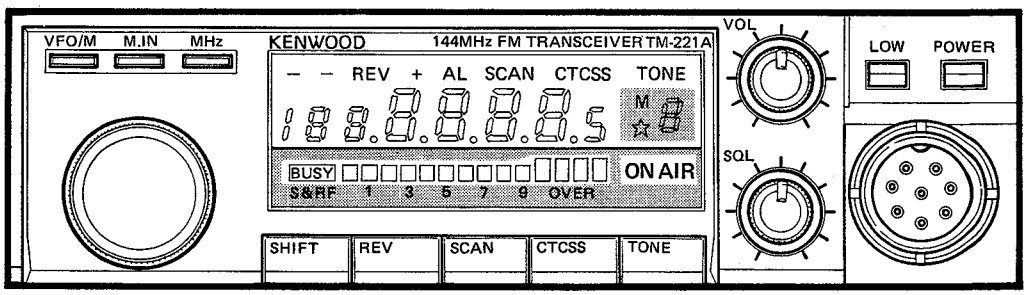

Fig. 19
6) Meter and display section should be set as follows **Fig. 19.**